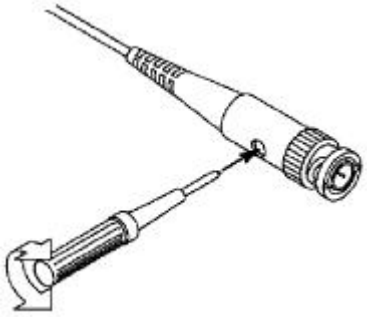

Figure 3-7: ajustement de la sonde
2、 Vérifiez la forme d'onde affichée et ajustez la sonde jusqu'à ce que la compensation soit correcte. Comme le montre la figure 3-6 et la figure 3-7.